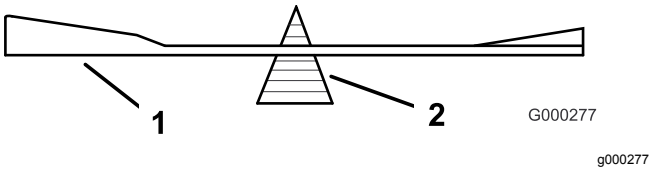

**Figuur 112**
2. Controleer de balans van het mes met een mesbalans (Figuur 112).